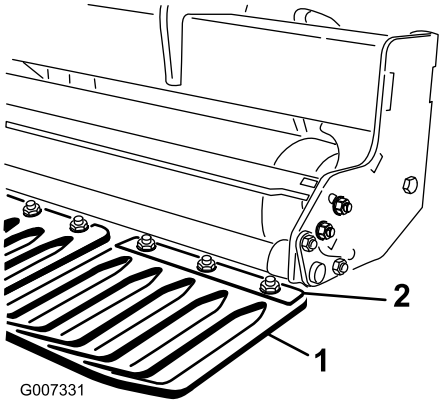

Figur 14
1. Løsn de møtrikker, der fastgør plæneafskærmningsklemmerne til plæneafskærmningens ramme (Figur 14).